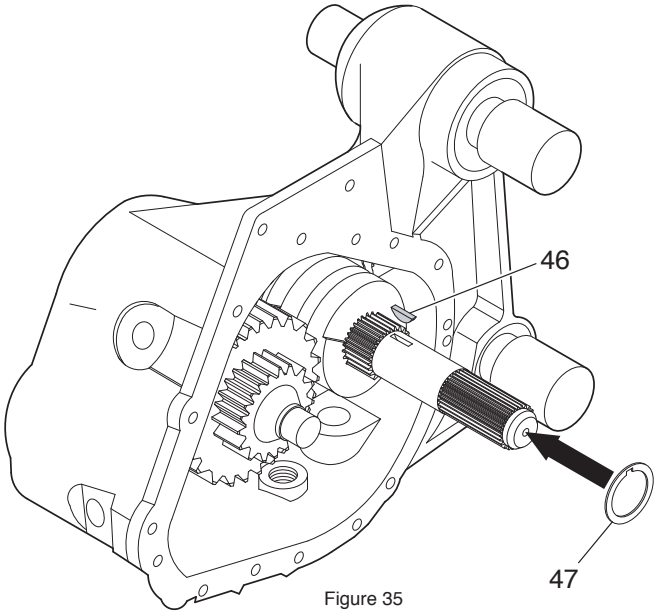

Figure 35
Install a key #N10P24 (item 46) in the key way of the direction shaft. Then, slide a spacer ring #T2914036 (item 47) over the key as shown in figures 35 and 36.